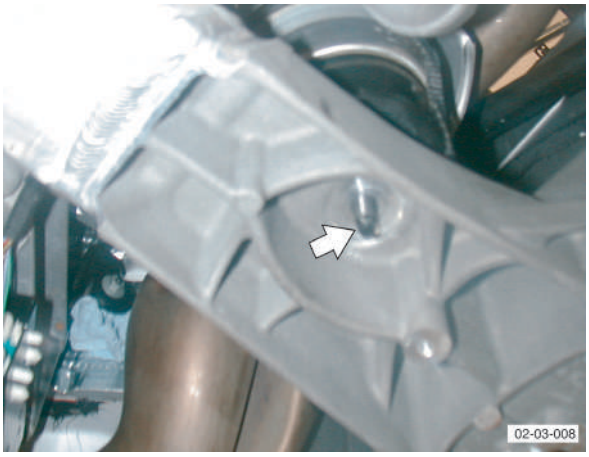

Fig. 3
25. Remove engine mounting nuts (x2) (see Fig. 3).